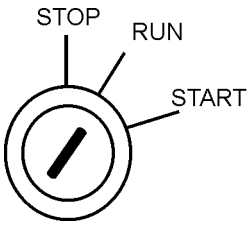
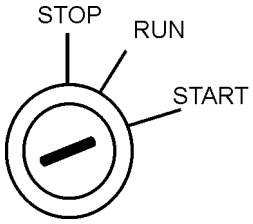

Figure 38. Ignition Switch Pre-Heat (Run Position)
Figure 40. Ignition Switch (Start Position)
1. In warm weather conditions, skip to step 3. In cold weather conditions, preheat the engine glow plugs by turning the ignition key (Figure 38) to the **RUN** position..
3. Turn the ignition key to the start position (Figure 40). Once the engine starts, release the ignition key and allow it to return to the **RUN** position (Figure 38).